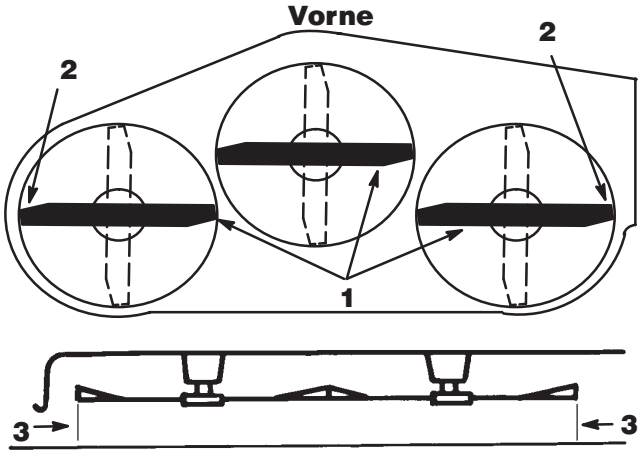

Abbildung 13
3. Vorsichtig die Schnittmesser von einer Seite zur anderen drehen (Abb. 13). Den Abstand zwischen den äußeren Schneidkanten und der ebenen Oberfläche messen (Abb. 13). Wenn beide Meßwerte nicht innerhalb von 5 mm (3/16”) liegen, ist eine Einstellung erforderlich. Siehe Schritte 4 und 6.